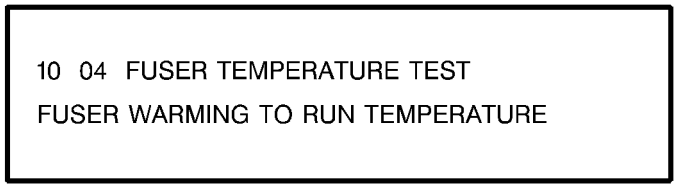

**Figure 1 Fuser Warm Up**
3. ( Figure 1): Enter code [ **1004** in order to switch on the Heat Rod and bring the Heat Roll to the run temperature. The following message is displayed.